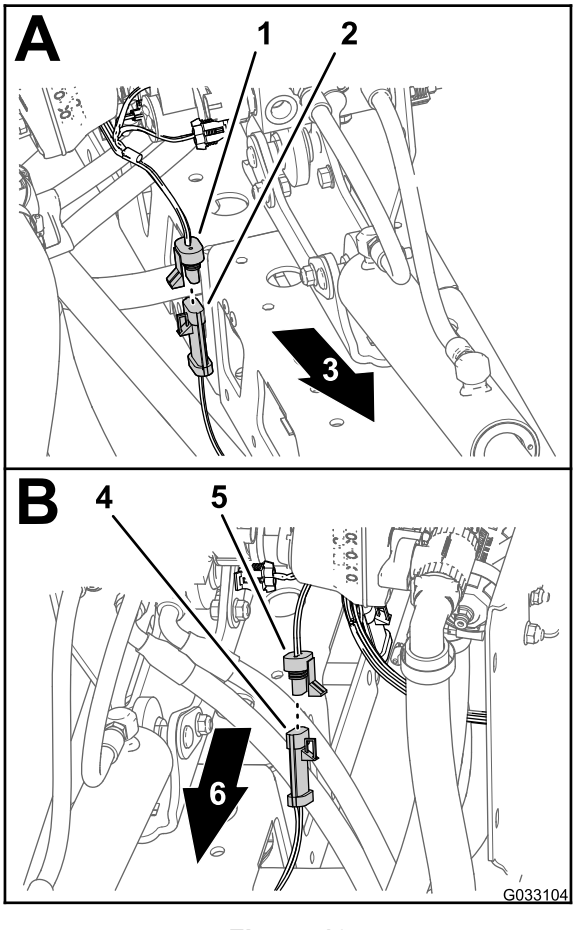

Figuur 18
1. Maak de 3-polige connector van de kabelboom van de ultrasone spuitboom los van de 3-polige connector van de kabel voor de rechter ultrasone sensor (Figuur 18)
2. Maak de 3-polige connector van de kabelboom van de ultrasone spuitboom los van de 3-polige connector van de kabel voor de linker ultrasone sensor (Figuur 18)